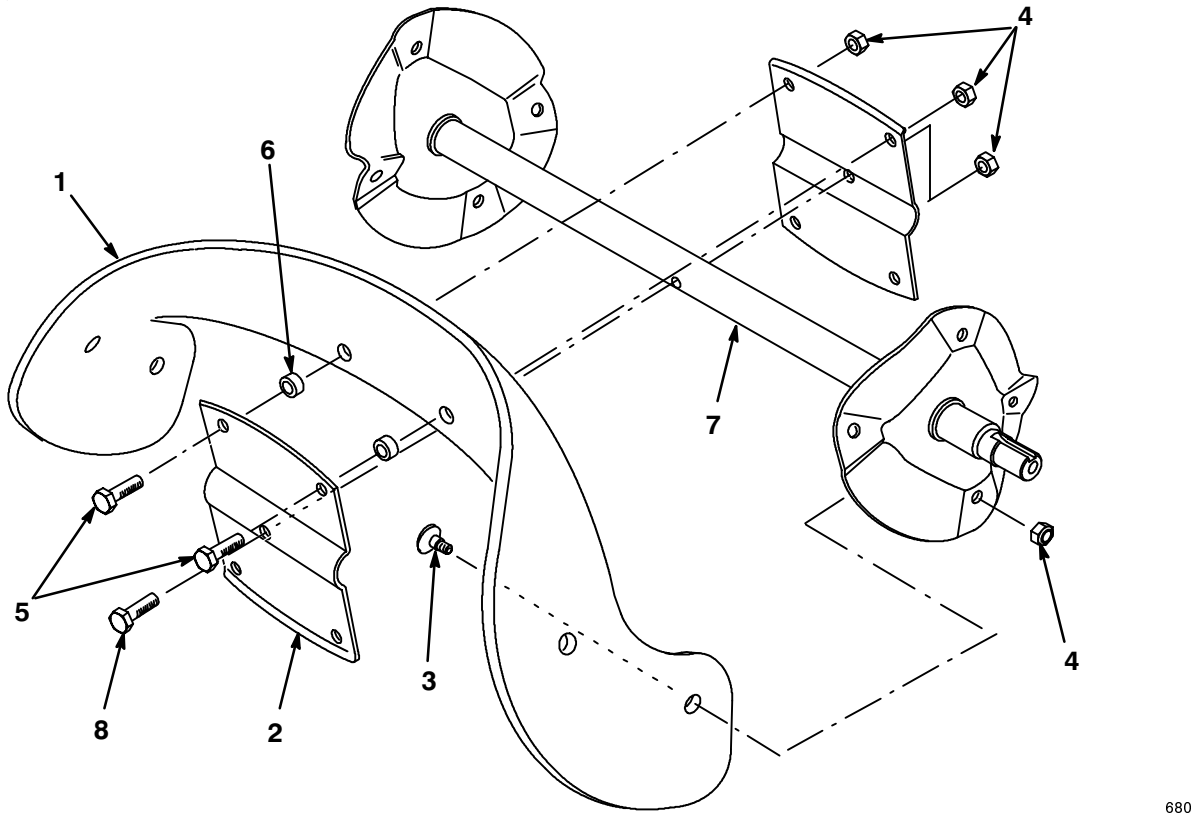

**Figur 23**
1. Avlägsna de fyra torxskruvarna och de fyra låsmuttrarna som fäster rotorbladets ytterkanter till rotorspindeln (figur 23).
2. Ta bort de två huvudskruvarna med sexkantskalle, de två distansbrickorna och de två låsmuttrar som fäster bladets mitt till rotorhalvorna (figur 23).
3. Lossa skruven med sexkantskalle som fäster rotorhalvorna till matarskruvspindeln (figur 23).
4. Dra ut bladet mellan rotorhalvorna (figur 23).